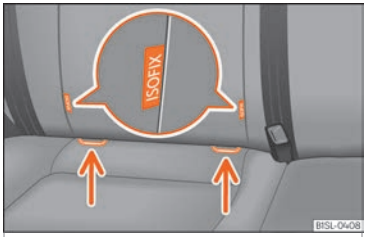

Fig. 27 On the seat of the vehicle: identification variants of the anchor points for the child seats
- Press the child seat onto the retaining rings ››› Fig. 27 in the direction of the arrow. The child seat must be safely engaged and click audibly into place.
- Place the child seat on the seat cushion and attach the retaining strap hooks to the retaining rings ››› Fig. 27.